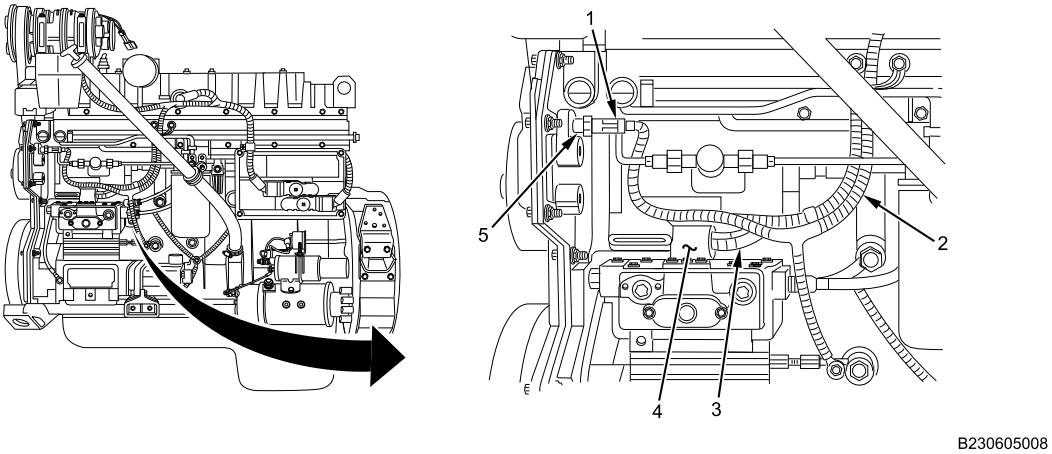

Figure 1. IPR Sensor and Electrical Connector.
2. Disconnect electrical connector (Figure 1, Item 3) from IPR sensor solenoid (Figure 1, Item 4).
3. Disconnect electrical connector (Figure 1, Item 1) from oil temperature sensor (Figure 1, Item 5) and position wire harness (Figure 1, Item 2) aside.